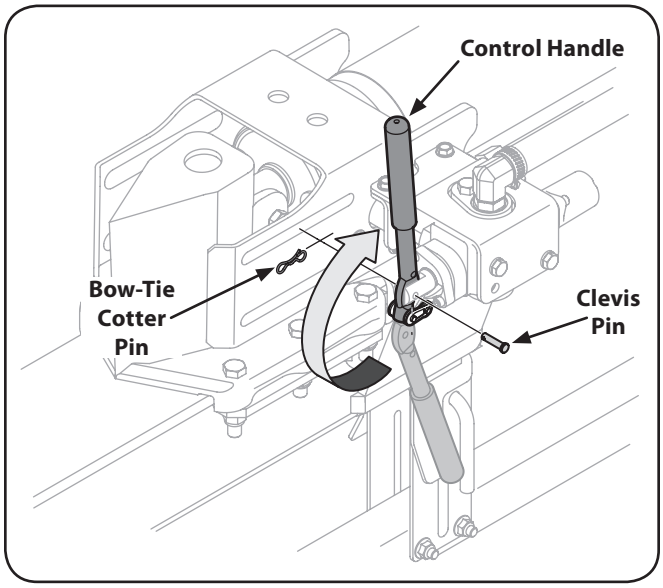

Figure 3-8
1. Remove the clevis pin and bow-tie cotter pin from the control handle. See Fig. 3-8.
2. Rotate the control handle into the operating position and secure with the clevis pin and bow-tie cotter pin removed in step 1. See Fig. 3-8.